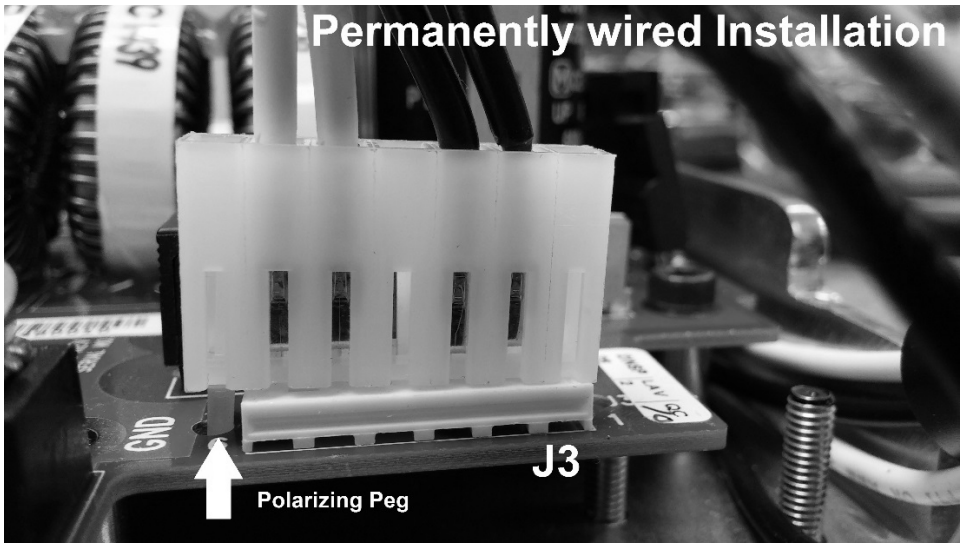

Figure 27 Power Switch Harness Configuration for Permanently Wired Installation
5. The connector from the power switch harness at J3 of the Power Supply Control Board should be left in the default position as shown in *Figure 27*.